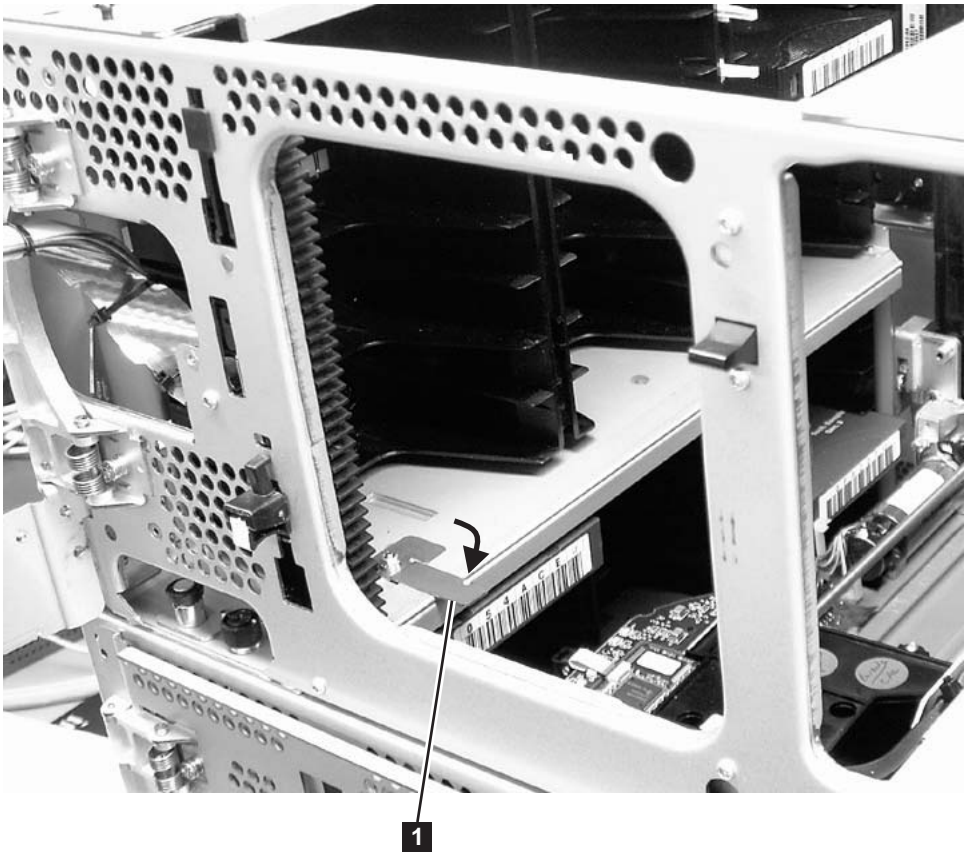

Figure 7-1. Picker locking mechanism
b. Engage the Picker locking mechanism (**1** in Figure 7-1).
14. Gently push the Picker assembly up high enough to release the Picker locking mechanism (see **1** in Figure 7-1 on page 7-5).